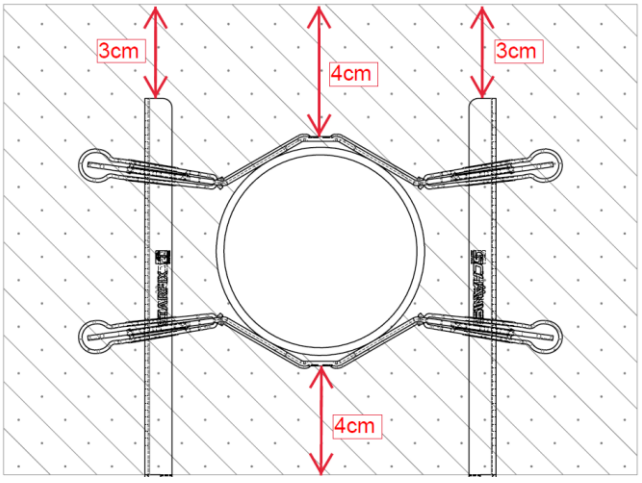

*Figure 1*
2.1 Les conduites doivent se trouver à une distance minimum de 4 cm par rapport au plafond et au sol, afin que les valeurs acoustiques minimales soient atteintes (voir figure 1).
2.7 Les longueurs de pieds doivent être sélectionnées de manière à ce que les extrémités des pieds se trouvent (voir fig. 1).